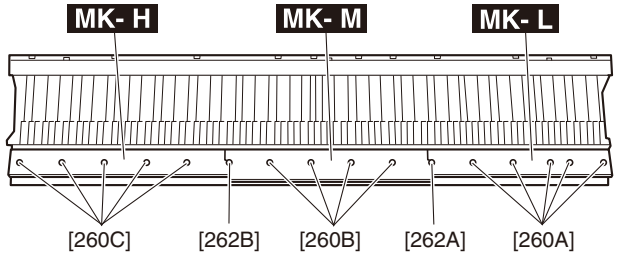

Fig. 26（図 26）
Remove the five (5) screws marked [260A] and the screw marked [262A]. The MK-L circuit board can then be removed. (Fig. 26)
Remove the four (4) screws marked [260B], the screw marked [262A] and the screw marked [262B]. The MK-M circuit board can then be removed. (Fig. 26)
Remove the five (5) screws marked [260C] and the screw marked [262B]. The MK-H circuit board can then be removed. (Fig. 26)
[260A] のネジ 5 本と [262A] のネジ 1 本を外し、MK-L シートを外します。(図 26)
(図 26)
[260C] のネジ 5 本と [262B] のネジ 1 本を外し、MK-H シートを外します。(図 26)
Tighten the five (5) screws marked [260A] and the screw marked [262A] to fix the MK-L circuit board. (Fig. 26)
Tighten the four (4) screws marked [260B], the screw marked [262A] and the screw marked [262B] to fix the MK-M circuit board. (Fig. 26)
Tighten the five (5) screws marked [260C] and the screw marked [262B] to fix the MK-H circuit board. (Fig. 26)
MK-L シートを取り付け、[260A] のネジ 5 本と [262A] のネジ 1 本を取り付けます。(図 26)
MK-M シートを取り付け、[260B] のネジ 4 本と [262A] のネジ 1 本、[262B] のネジ 1 本を取り付けます。(図 26)
MK-H シートを取り付け、[260C] のネジ 5 本と [262B] のネジ 1 本を取り付けます。(図 26)